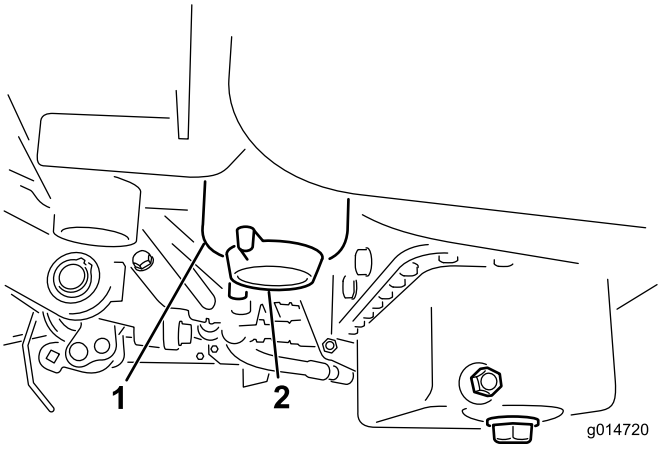

Figur 34
3. Åbn dræningsventilen på brændstoffilteret/vandudskilleren ca. en omgang, og aftap eventuelt ansamlet vand (Figur 34). Spænd proppen efter aftapning.